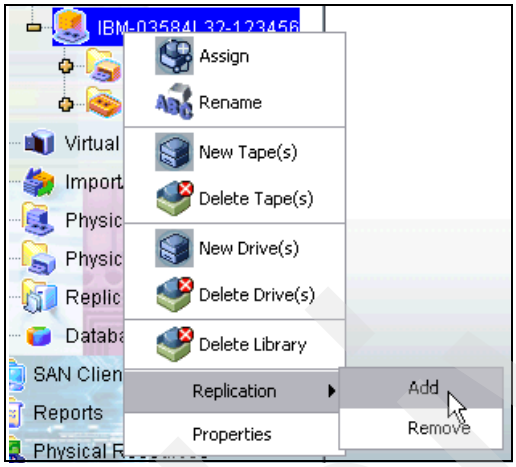

Figure 4-54 Enabling Replication
1. As shown in Figure 4-54, right-click the virtual library that you want to enable for replication, and select **Replication** → **Add**.